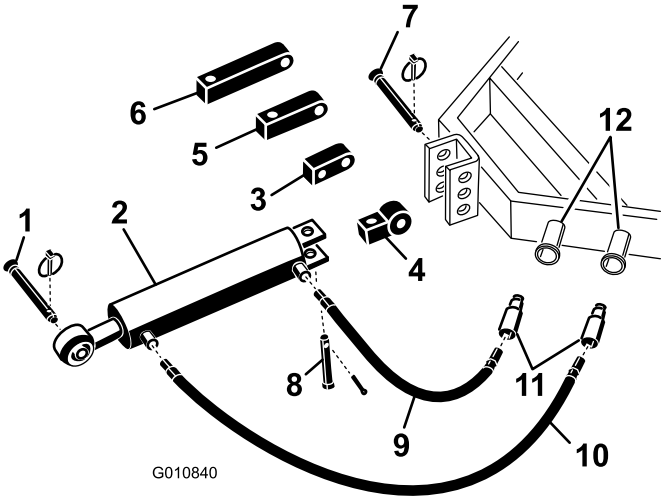

Figur 5
1. Fest enden av koblingsleddet til det hydrauliske toppleddet til traktoren, ved hjelp av tappene som følger med (Figur 5). Still inn det hydrauliske toppleddet, slik at stangenden peker mot luftemaskinen. Sylinderportene skal være rettet mot traktorens hydrauliske kraft.
Merk: Hvis den hydrauliske sylinderen må plasseres med portene vendt oppover, bruker du omdreiningsblokken istedenfor standard monteringsblokk for å stille inn sylinderen på nytt (Figur 5).
A. Fjern splinten og stiften som fester standard koblingsledd til sylinderen (Figur 5). Fjern koblingsleddet fra sylinderen.
B. Fest omdreiningsblokken til sylinderen ved hjelp av tappene du allerede har fjernet (Figur 5).
3. Koble den 76 cm lange hydraulikkslangen til porten på det hydrauliske toppleddet som er nærmest traktoren (Figur 5). Påfør teflontape eller forseglingsmiddel for rørgjengere på slangegjengene for å hindre lekkasje.
Hvis hydraulikksylinderen ikke når frem til monteringsbraketten på luftemaskinen, erstatter du standard monteringsblokken med en forlengelsesblokk når du kobler sylinderen til traktoren (Figur 5).
A. Fjern splinten og tappen som fester standard tilkoblingsleddet til sylinderen (Figur 5). Fjern tilkoblingsleddet fra sylinderen.
B. Monter påkrevd forlengelsesblokk til sylinderen ved hjelp av tappene du allerede har fjernet (Figur 5).